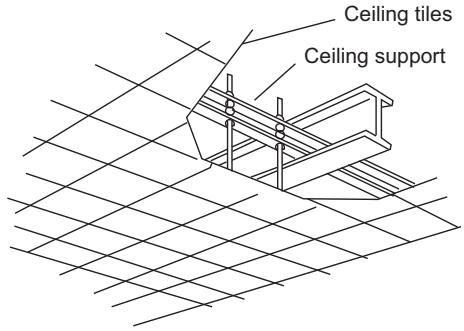

Fig. 2-158
- Use existing ceiling supports or construct a suitable support as shown in Fig. 2-158.